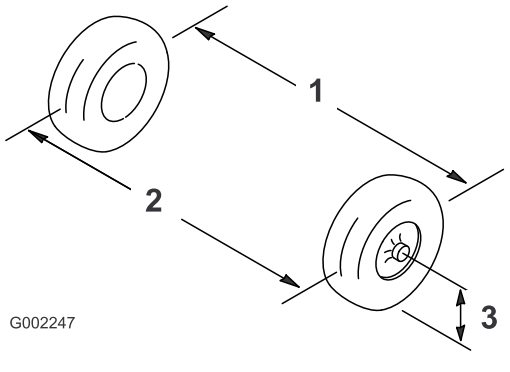

Figur 96
2. Mät avståndet mellan framhjulen vid axelhöjd, både framtill och baktill på framhjulen (Figur 96).